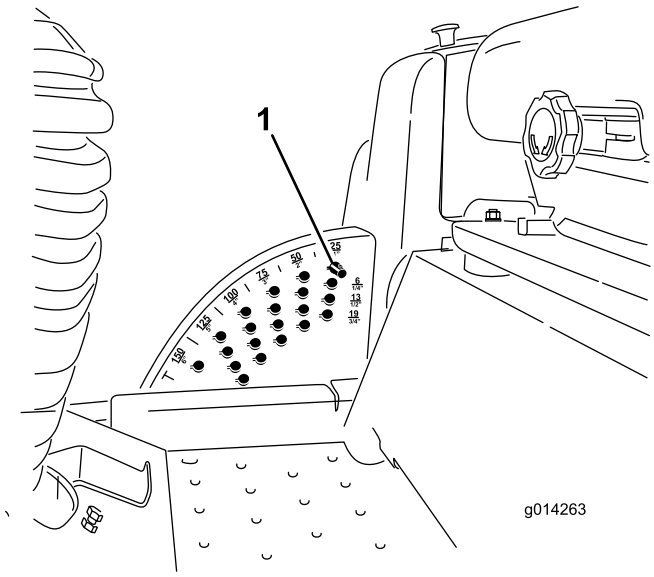

Figur 16
Obs: Lås klippdäcket i höjt läge genom att höja däcket över 15 cm-läget, lossa stopptappen för klipphöjd (se Justera klipphöjden) och sätt tappen i 15 cm-klipphöjdsläget (Figur 16).
1. För tillbaka brytaren för däcklyft medan motorn är igång tills klippdäcket är helt upphöjt och **släpp omedelbart brytaren** (Figur 16).
2. Justera klipphöjden genom att rotera stopptappen tills rulltappen inuti är i linje med springorna i hålen i klipphöjdsfästet och lossa den (Figur 16).
3. Sätt i tappen i det hål i klipphöjdsfästet som motsvarar den önskade klipphöjden och rotera den för att låsa den plats (Figur 16).
Obs: Det finns fyra rader med hål (Figur 16). Den översta raden ger den klipphöjd som visas ovanför tappen. Den andra raden ger angiven höjd plus 6 mm. Den tredje raden ger angiven höjd plus 12 mm. Den nedersta raden ger angiven höjd plus